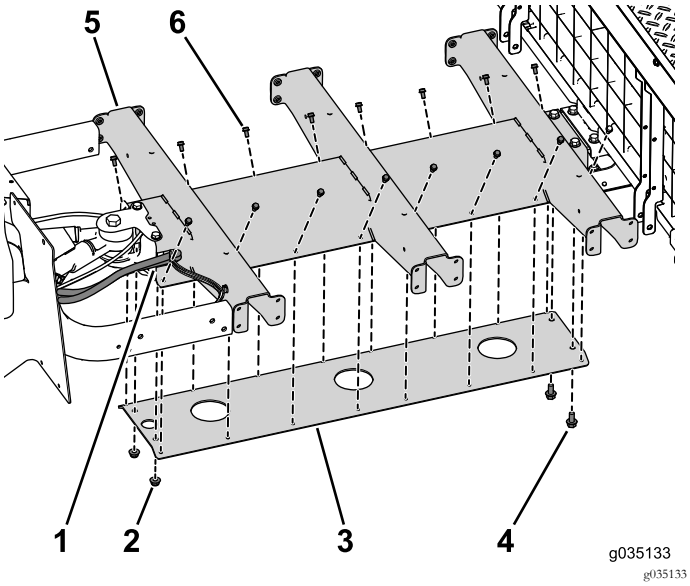

Figur 78
2. Fäst bottenplattan löst på mittkanalen med två skruvar (3/8 x 3/4 tum), 16 skruvar (1/4 x 1/2 tum) och två flänsmuttrar (3/8 tum) (Figur 78).